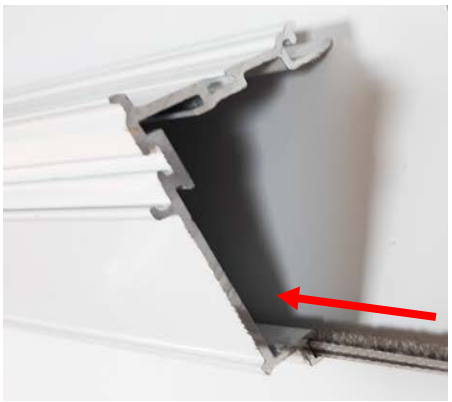

Рис.32
15) В заднюю стенку базового профиля вставить *шлегель 3,8х4 мм DF11(310216-0000)* **(Рис.32)**